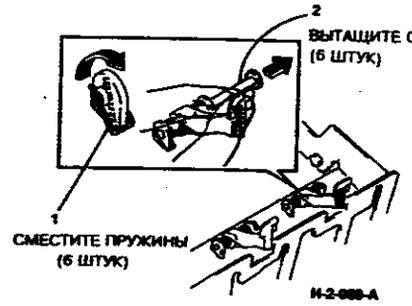

**Рисунок 5. Пальцы отделения прижимного вала**
5. (Рисунок 5) Опустите направляющую вывода из фьюзера.
7. (Рисунок 5) Снимите пальцы отделения прижимного вала.